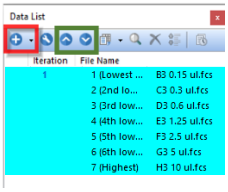

*Figure 1 - Order the data list with the lowest titration at the top and the highest at the bottom.*
2.) Add data files to the data list by clicking on the blue plus icon (*Figure 1 – red box*) or by dragging the data files into the data list.
**Note - If data files need to be reordered in the data list the up and down arrows can be used (Figure 1 - green box) or files can be dragged to the appropriate place in the list.*